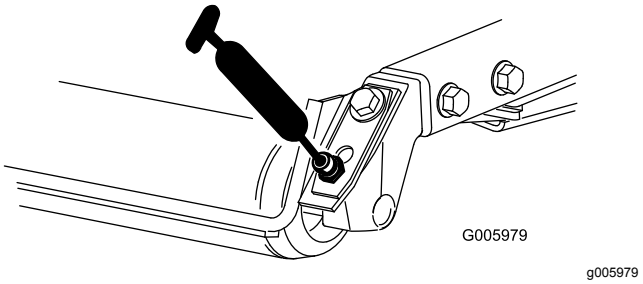

Figura 53
- Cojinetes de los rodillos traseros (2 por unidad de corte) (Figura 53)